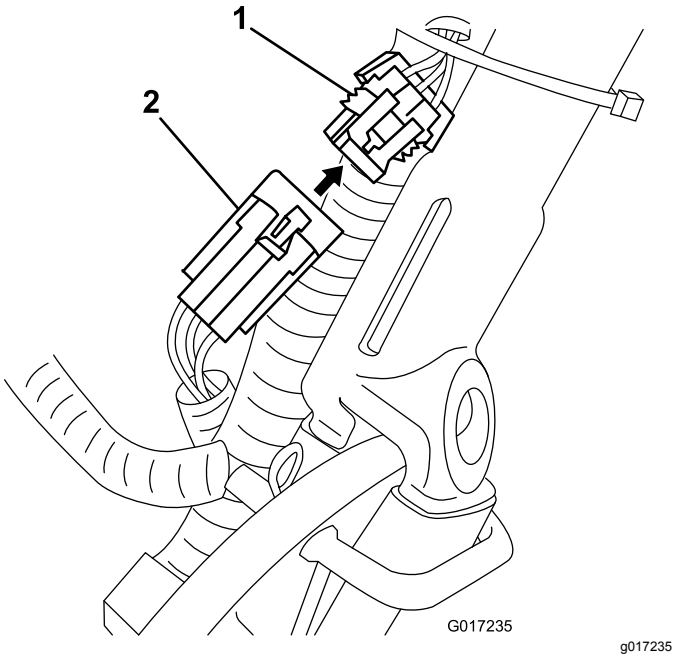

Figur 15
14. Dra maskinkablaget under och bakom huvudkablaget på vänster sida om maskinen och koppla in den lilla kontakten med sex stift på kablaget till motsvarande kontakt på huvudkablaget enligt Figur 15.